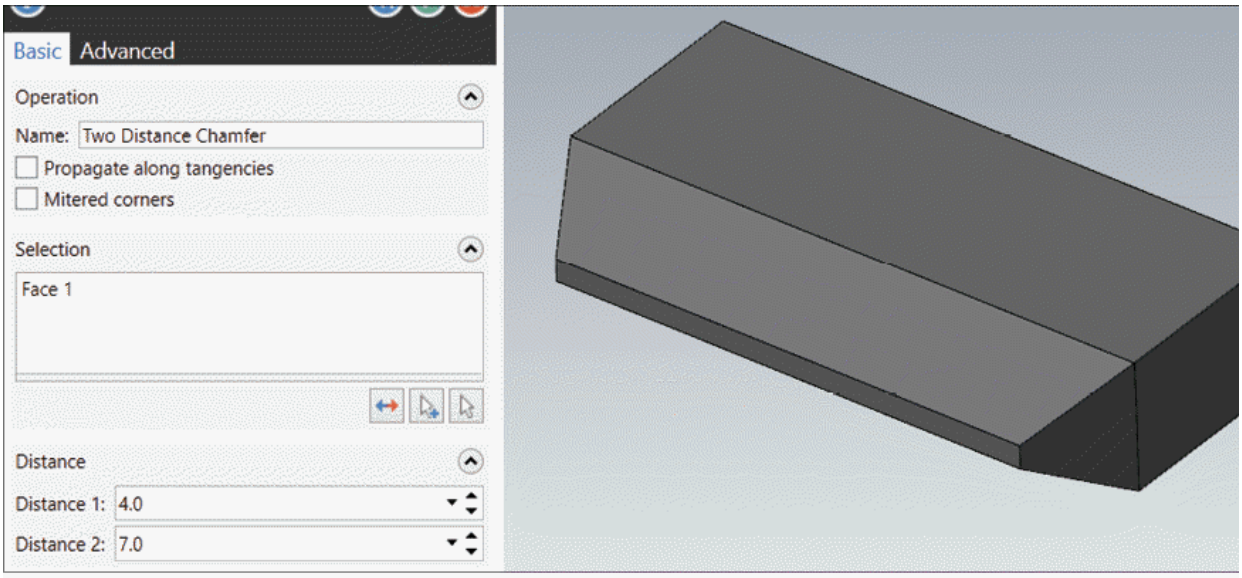

Figure-59. Preview of two distance chamfer
- Select the faces, edges, or body to which you want to apply chamfer and click on the **OK** button from the **Solid Selection** dialog box. Preview of chamfer will be displayed; refer to Figure-59.